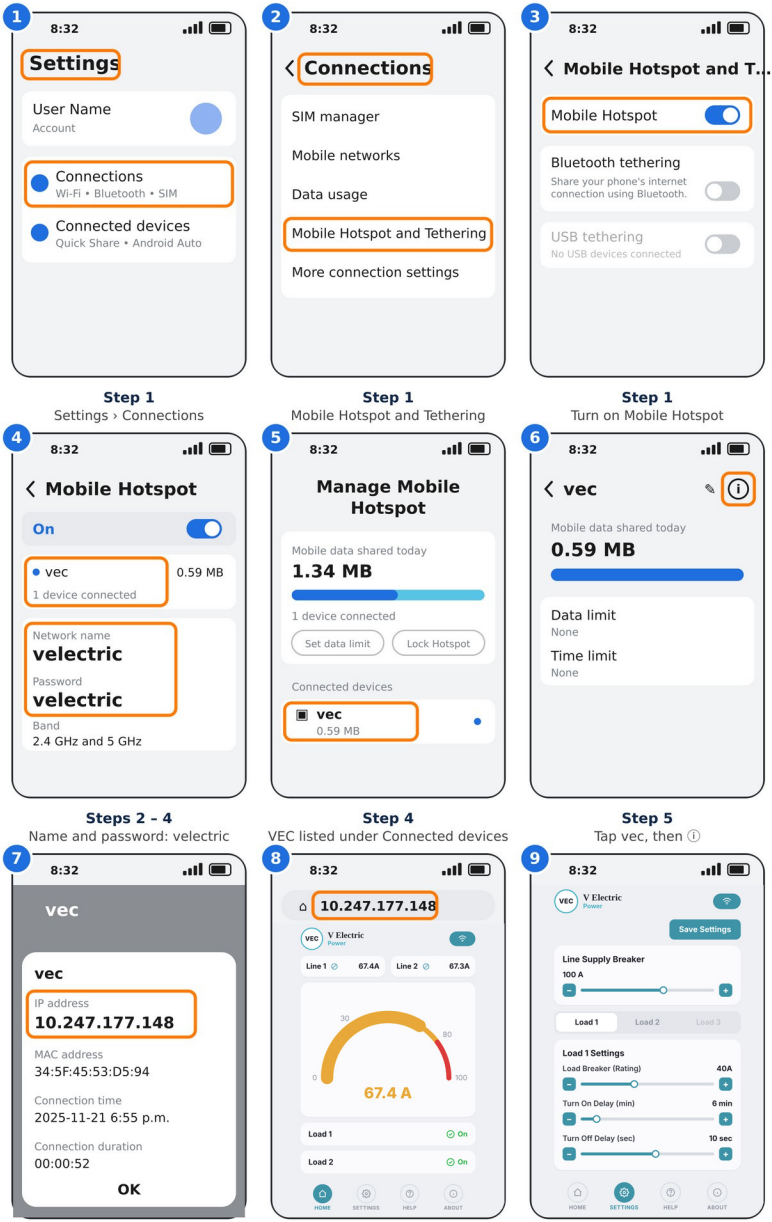

*Figure 5 – Android: turning on the hotspot, setting the name and password, and opening the VEC page (numbers match the screens; step numbers refer to 4.1)*
5. **Open the VEC page:** tap the connected device, then the information icon (i) in the top-right corner to see its IP address. Once you have the VEC's IP address, type it directly into the address bar (URL field) of your phone's web browser, where you would normally type a website address such as www.v-electric.com. Do not type it into Google Search or any other search engine. Tap **Go** or **Enter** to open the VEC main page (Figure 5).